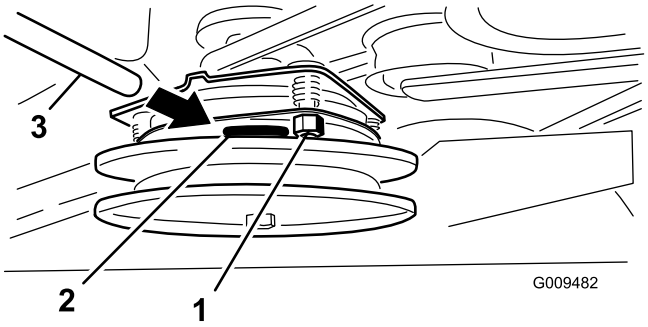

Figur 61
2. Hvis justering påkræves, skal afstanden indstilles til 0,381 mm for hver af de tre justeringspositioner. Tilspænd låsemøtrikkerne, indtil søgeren binder let, men stadig let kan flyttes inden for gnistgabet (Figur 61).